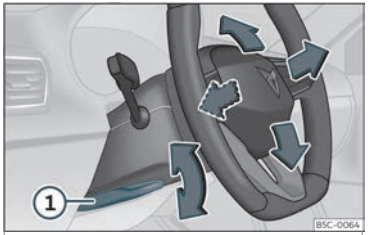

Abb. 4 Hebel auf der linken unteren Seite der Lenksäule.
• Ziehen Sie den Hebel››› **Abb. 4** ① nach unten, bringen Sie das Lenkrad in die gewünschte Position und schieben Sie den Hebel wieder nach oben, bis er seine Verriegelungsposition erreicht.
• Den Hebel››› Abb. 4 ① nach dem Einstellen immer fest nach oben schwenken, damit das Lenkrad während der Fahrt nicht unbeabsichtigt seine Position verändert.